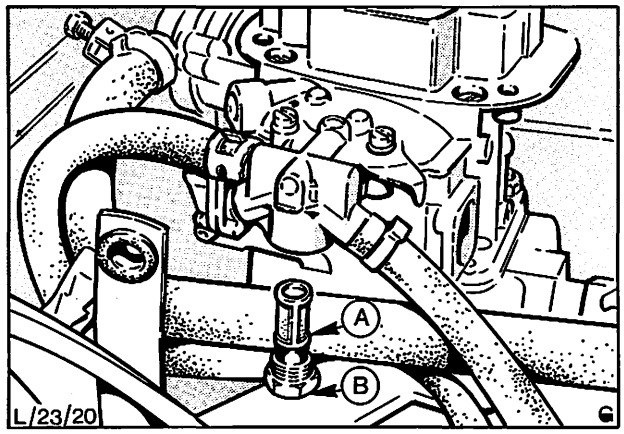

Abb. 49 Einbaulage – Einlaß-Filtersieb
5. Verschlußschraube im Kraftstoffeinlaßstutzen herausdrehen und Filtersieb entfernen, Abb. 49.